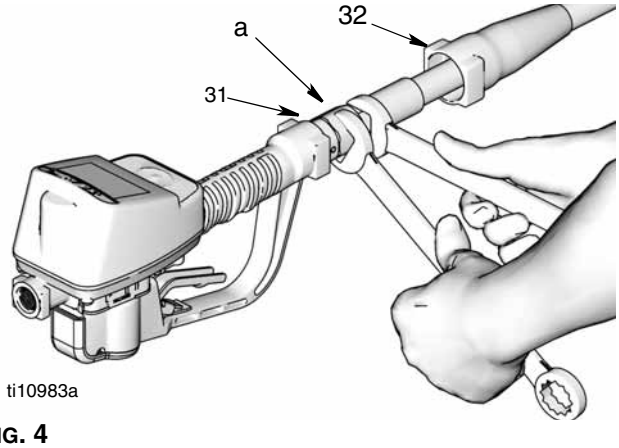

FIG. 4
Installation du compteur (FIG. 4)
2. Faire glisser le sabot du raccord tournant (32) en arrière, au-dessus du flexible, en commençant par la petite extrémité, afin d'accéder à la fixation du raccord tournant (a).
3. Enduire le filetage mâle du protecteur de flexible, de mastic à filetage. Enfiler le protecteur de flexible dans le raccord tournant du compteur (31). Se servir de deux clés pour le serrer fermement (FIG. 4).